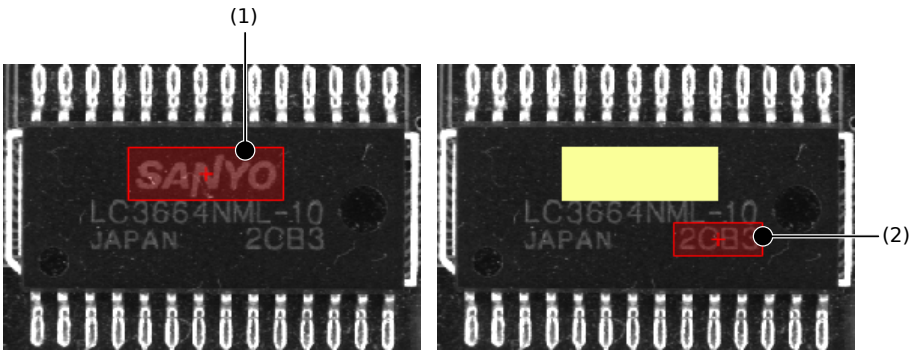

Figure 6.82: Drawing an ROI of rectangles.
You can modify the rectangle by dragging its sides or corners. Make the rectangle match the big label on the chip (see figure 6.82 (1)).
- Repeat the last step to create another rectangle and make it match the lower part of the label (see figure 6.82 (2)).